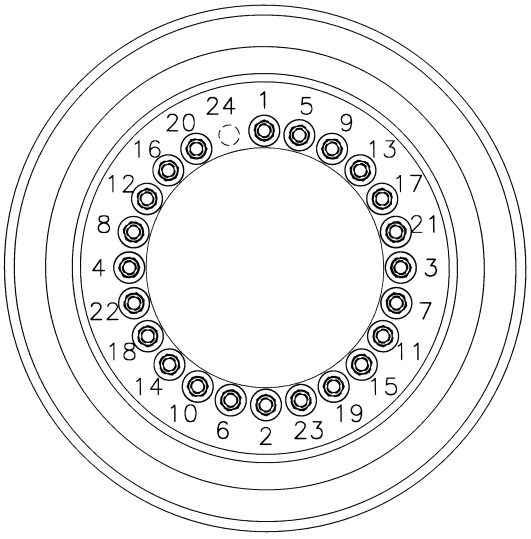

FIGURA 8-2
2. Coloque el conjunto de rueda en los espárragos de montaje. Instale las tuercas de rueda y apriételas a 50 lb-pie (68 Nm) siguiendo la secuencia ilustrada en la Figura 8-2.
4. Continúe apretando las tuercas de rueda a un valor de 340 a 360 lb-pie (461 a 488 Nm) siguiendo la secuencia ilustrada en la Figura 8-2.